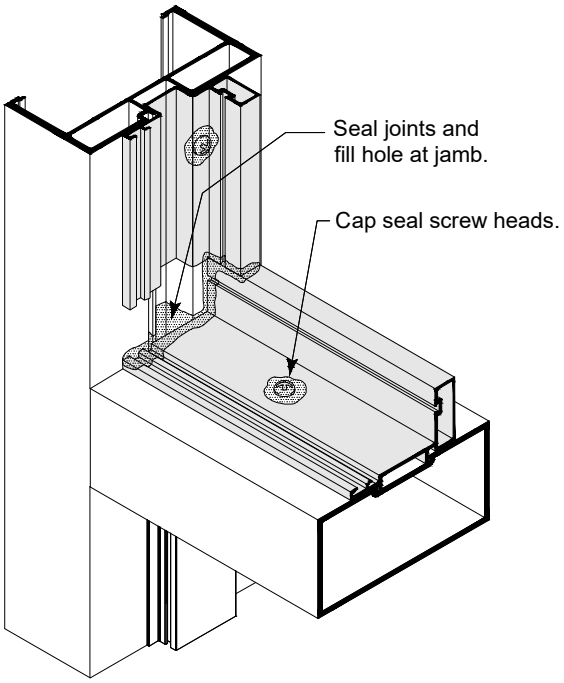

Fig. 33.1
C. Dam ends of E34006 horizontal sash with sealant into the door stop pocket on the door jamb. SEE Fig. 33.1.